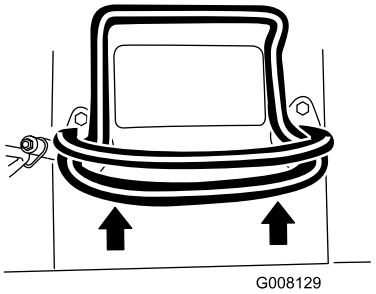

Figur 7
- För drivreglaget framåt för att köra framåt (Figur 7).